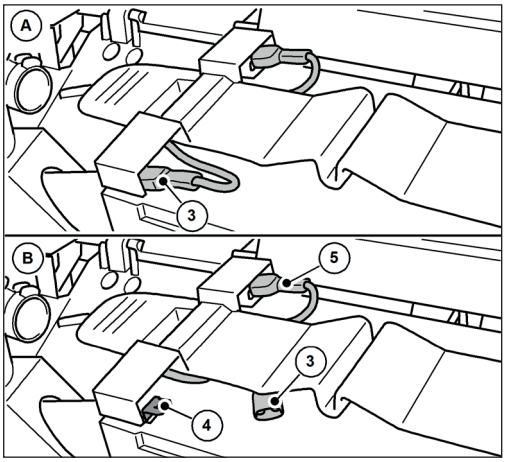

Abb. 24: Batterie-Anschlussleitung abklemmen
3. Ziehen Sie die blaue Batterie-Anschlussleitung (3) von der Stecklasche (4) der Batterie ab.
» Stellen Sie dabei sicher, dass die blaue Batterie-Anschlussleitung (3) nicht durch äußere Einflüsse, wie z. B. Bewegung des Gerätes einen ungewollten Kontakt zur Stecklasche (4) herstellen kann (siehe Abb. 24 Bild B).